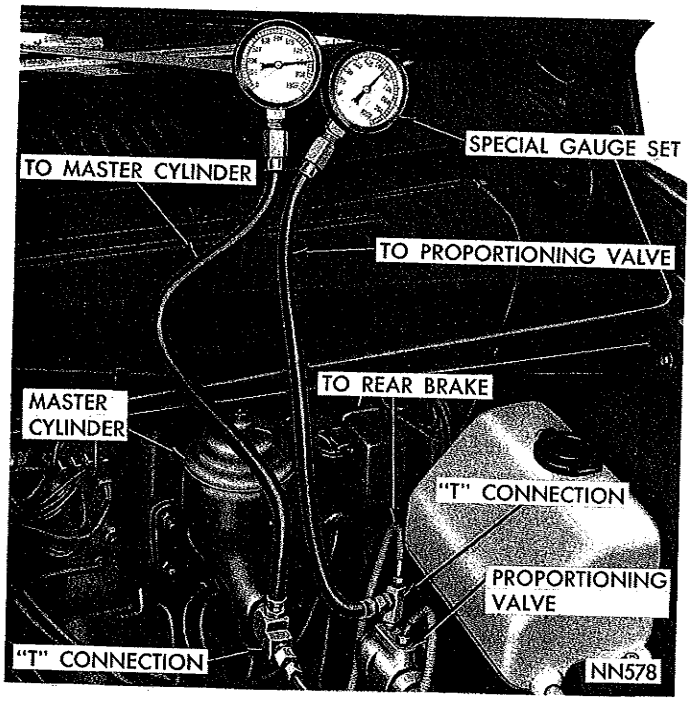

***Fig. 22—Checking the Proportioning Valve***
(1) Install one of Gauge Set C-4007 and "T" in brake line between master cylinder and proportioning valve and remaining Gauge and "T" at output end of valve and brake line. (Fig. 22). **Be sure all joints are fluid tight.**
(2) Have a helper exert pressure on brake pedal (holding pressure). Obtain a reading on master cylinder output of approximately 800 p.s.i.
(3) While pressure is being held as above, reading on valve outlet Gauge should be 540—560 p.s.i.